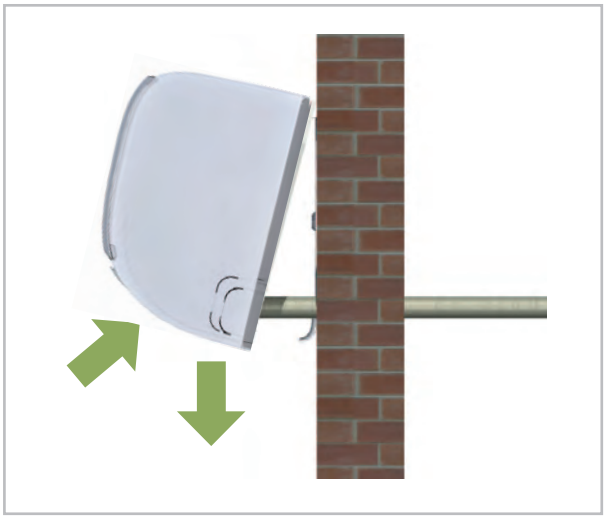

Abb. 33: Waagerechte Ausrichtung
5. Überprüfen Sie nochmals die waagerechte Ausrichtung des Gerätes. (Abb. 33)